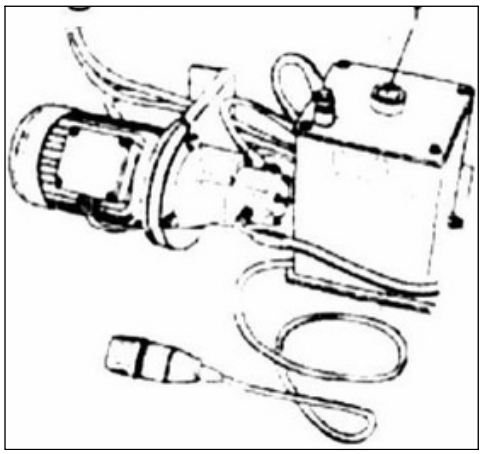

Fig. 26
- Utilizar a escala de óleo para verificar periodicamente o óleo hidráulico no reservatório hidráulico (como indicado na ***Fig. 26***) e também a qualidade do óleo. Se a quantidade de óleo não for suficiente, adicione óleo hidráulico 30#. Adicione o óleo de engrenagem 320# na caixa de engrenagens periodicamente (trimestralmente) e o nível de óleo deve ser superior a metade da janela de óleo.